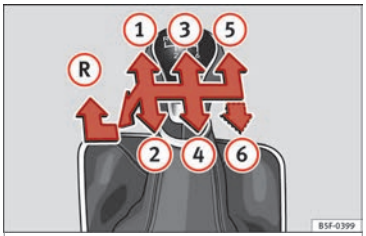

Fig. 53 Esquema de un cambio manual de 5 marchas o bien de 6 marchas.
En la palanca de cambios se indican las posiciones de las marchas ››› **fig. 53**.
- Con la palanca de cambios en punto muerto, presiónela hacia abajo, muévala a la izquierda hasta el final y después hacia delante para seleccionar la marcha atrás ››› **fig. 53** Ⓡ.